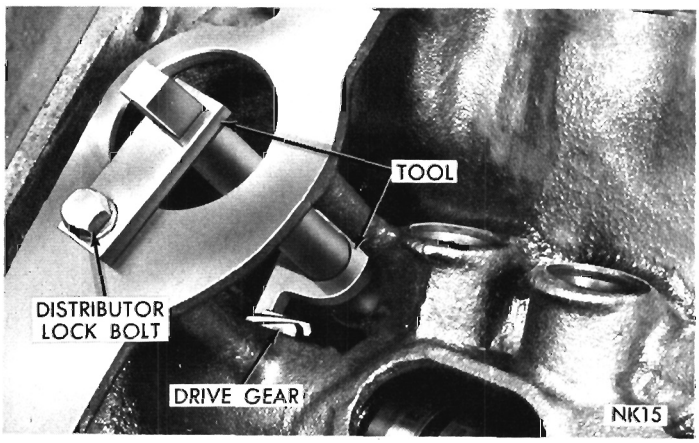

Fig. 25—Camshaft Holding Tool C-3509
When installing timing chain, use Tool C-3509 to prevent camshaft from contacting the welch plug in the rear of engine block. Remove distributor and oil pump-distributor drive gear. Locate tool against rear side of cam gear and attach tool with distributor retainer plate bolt (Fig. 25).
(1) Lubricate camshaft lobes and camshaft bearing journals and insert the camshaft to within 2 inches of its final position in cylinder block.
(2) Install Tool C-3509 with tongue back of distributor drive gear, (Fig. 25).
(3) Hold tool in position with distributor lock plate screw. This tool will restrict camshaft from being pushed in too far and prevent knocking out the welch plug in rear of cylinder block. **Tool should remain installed until the camshaft and crankshaft sprockets and timing chain have been installed.**